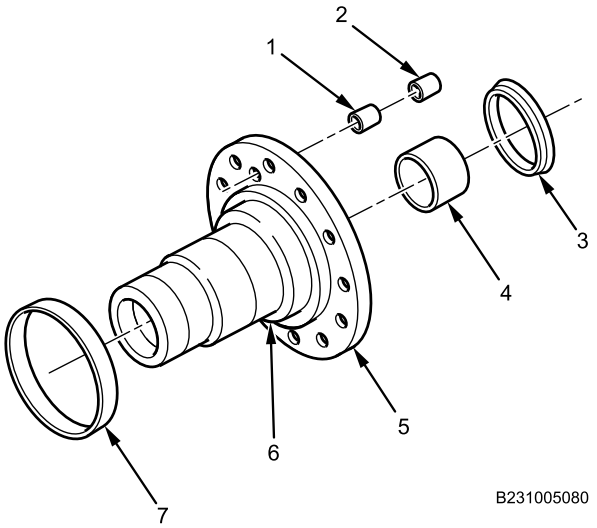

Figure 4. Spindle and ABS Sensor Sleeve and Clip.
1. Remove ABS sensor steel sleeve (Figure 4, Item 2) and clip (Figure 4, Item 1) from spindle (Figure 4, Item 5).
2. Remove spindle oil seal sleeve (Figure 4, Item 7) from spindle shoulder (Figure 4, Item 6).
3. Remove grease seal (Figure 4, Item 3) and axle bushing (Figure 4, Item 4) from spindle (Figure 4, Item 5). Discard seal and axle bushing.